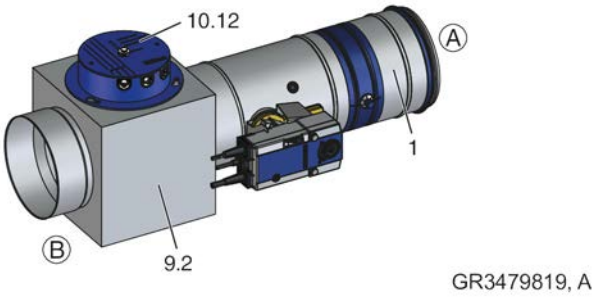

Abb. 8: FKRS-EU mit Federrücklaufantrieb und Rauchauslöseeinrichtung in einer eckigen Luftleitung
- Die Rauchauslöseeinrichtung ist in einer eckigen Luftleitung bauseitig oben anzuordnen, siehe Abb. 8.